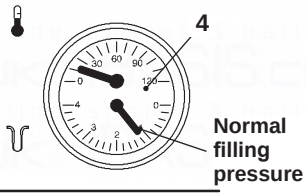

Fig. 2.2
Ensure that the c.h. circuit is regularly filled with water (even if the boiler is only used for d.h.w. supply) checking that the pressure indicated on pressure gauge 4 is not lower than that shown in Fig. 2.2.
If the pressure reading on the pressure gauge is below that shown in Fig. 2.2, then the system will require topping up.A filling loop is normally provided by the Installer for this purpose.
- Open the valves of the filling loop and watch the gauge until it reaches normal filling pressure as shown in Fig. 2.2.
You should check that the pressure on the temperature and pressure gauge (Fig. 2.2 on page 10) is not below the correct setting. If required, top up the system correctly, as described in the section "Refilling procedure" to page 10.